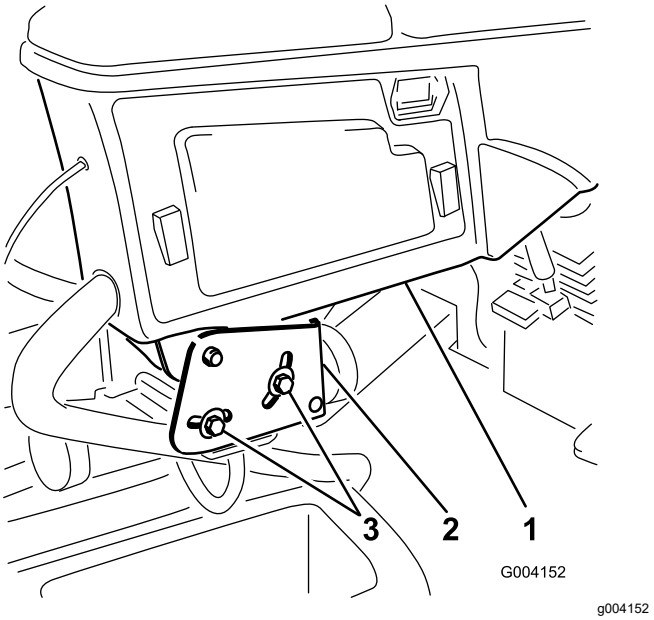

Figura 37
1. Slăbii cele 2 uruburi care fixează braul de control pe suport (Figura 37).